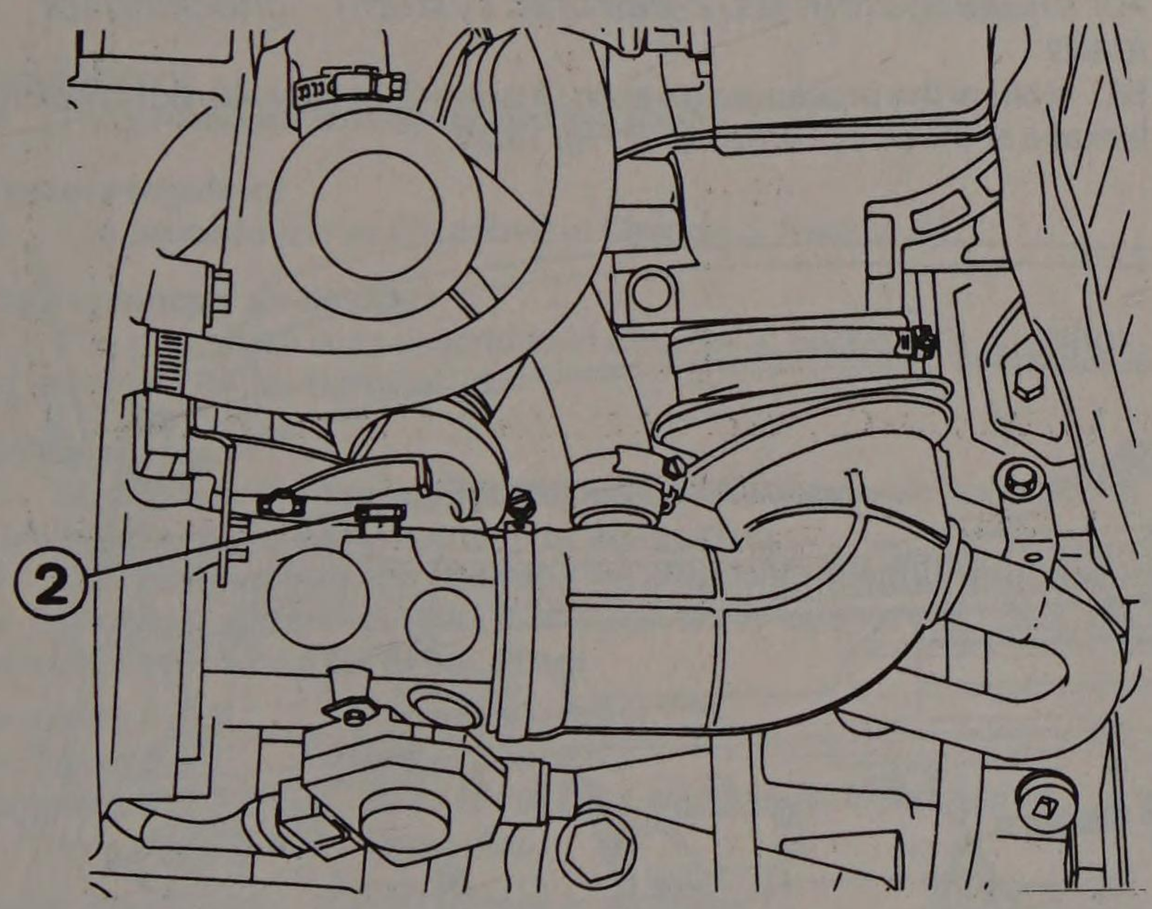

Fig. 13.18 Idle speed adjustment screw (2) – LU2-Jetronic system (Sec 7B)
7 Turn the idle speed adjustment screw (2) in Fig. 13.18, to obtain the specified idle speed (see Specifications).